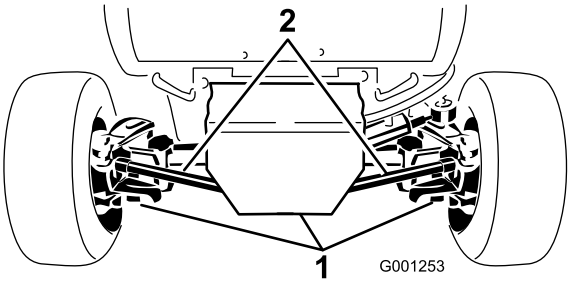

Figur 54
2. Rengjør områdene rundt de tre tappepluggene, én på hver ende og én i midten (Figur 54).